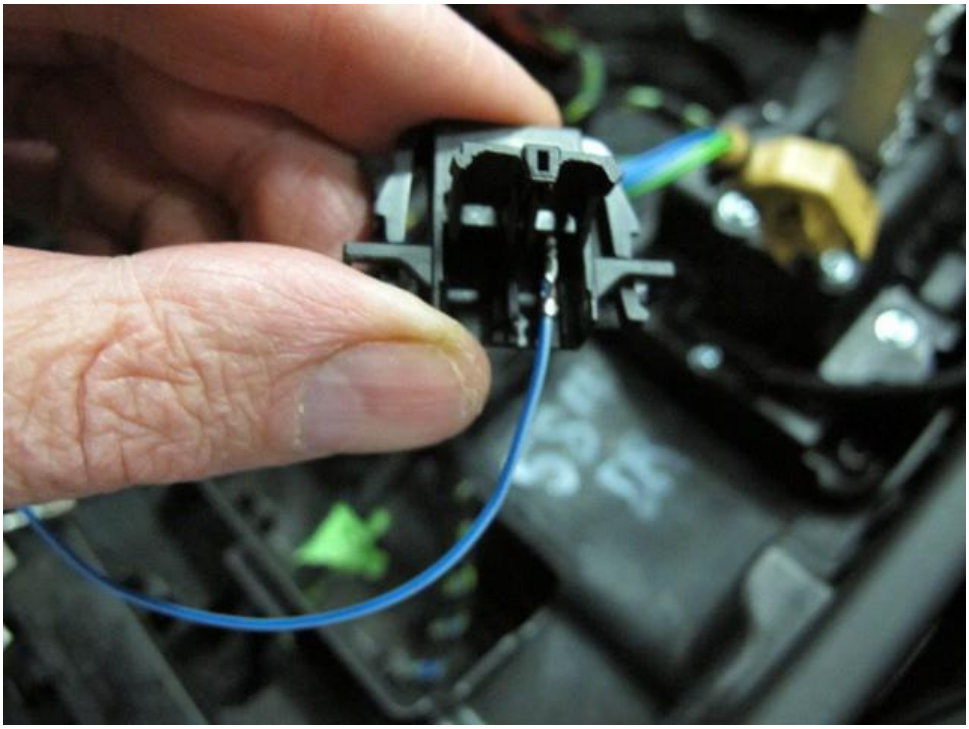

Figure 8
- Using VAS 1978/17 – Open the connector housing on the black 2 way interconnect (Figure 8)